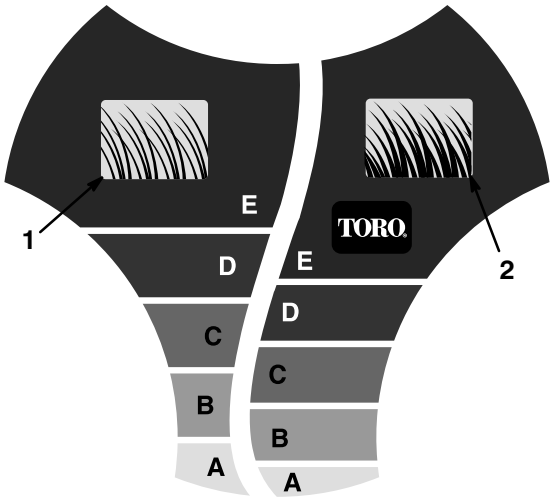

Afbeelding 12
Het *SmartWheel* heeft twee schalen: *DUN/NORMAAL* en *DIK*, om de beste maaihoogte-instelling voor elke situatie te bepalen (Afb. 12). Gebruik normaal gesproken de schaal *DUN/ NORMAAL* tijdens de warme zomermaanden. De schaal *DIK* is voor het dikke, malse gras dat voornamelijk in de lente groeit.
1. Start de motor nog niet, en duw de maaier over het gras. Ga door totdat de letters op het *SmartWheel*™ -sjabloon op het rechter achterwiel rechtop staan (Afb. 12).
2. Vergelijk de punten van de grassprieten met de letter op het *SmartWheel* (Afb. 12). De letter op het *SmartWheel* die overeenkomt met de punten van de grassprieten geeft de juiste maaihoogte aan.